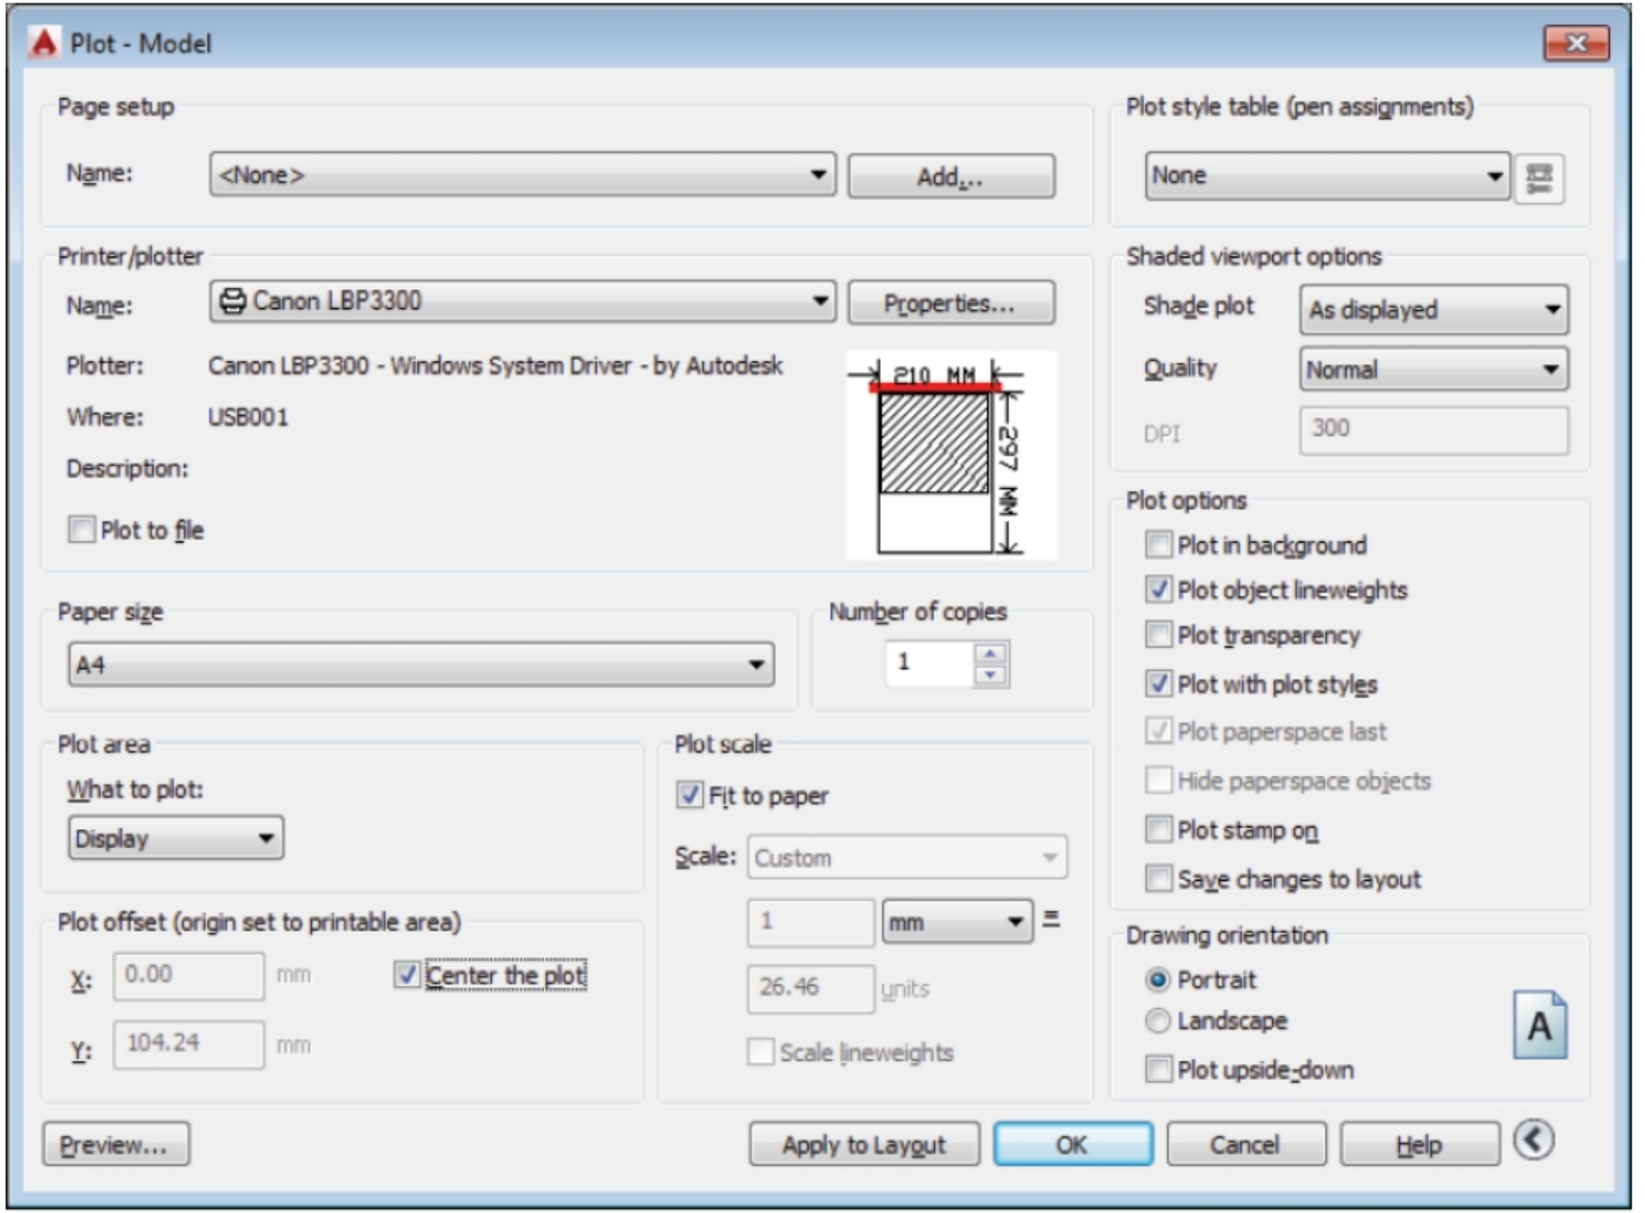

Figure-60. Expanded Plot dialog box
- Click on **More options** button or press **ALT** + > to expand the dialog box. The dialog box will be displayed as shown in Figure-60.